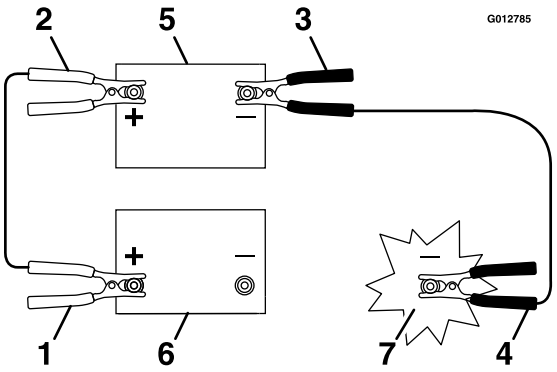

Figur 59
3. Tilslut pluskablet (+) til pluspolen (+) på det afladede batteri, der er forbundet med startmotoren eller magnetventilen som vist i Figur 59.